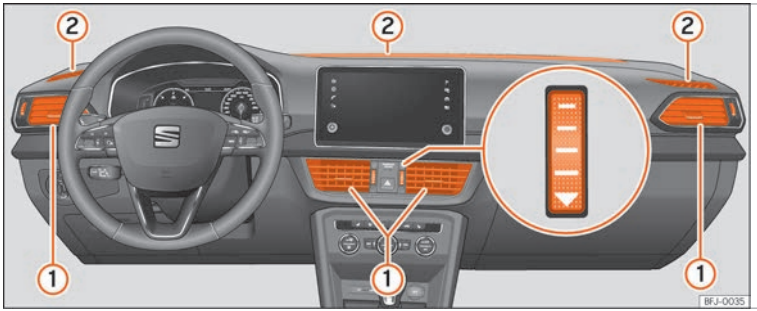

Fig. 187 Nella plancia: bocchette di ventilazione.
Per garantire il riscaldamento, il raffreddamento e la ventilazione all'interno dell'abitacolo, le bocchette di ventilazione ››› fig. 187 ① devono rimanere aperte.